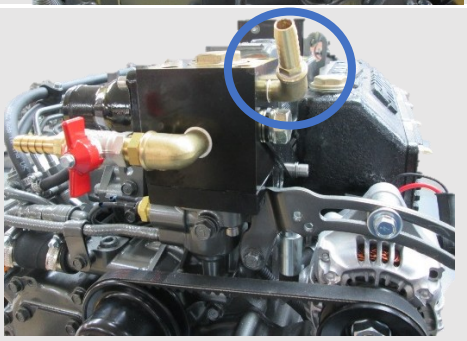

Figure 16: Header Tank Connections
- The connections for the Header Tank are shown on (**Figure 16**)